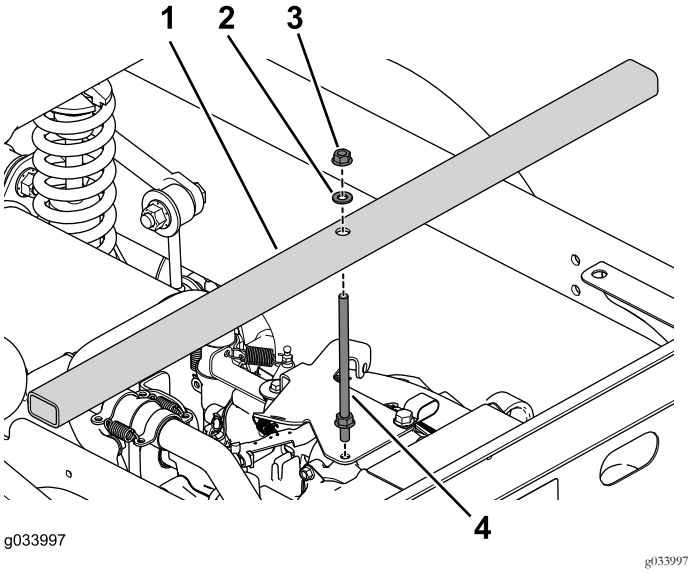

Figura 13
1. Retire o parafuso flangeado no suporte do acelerador (Figura 13).
2. Utilize duas porcas flangeadas, anilha e barra roscada para instalar o suporte da ponte ao motor (Figura 13).